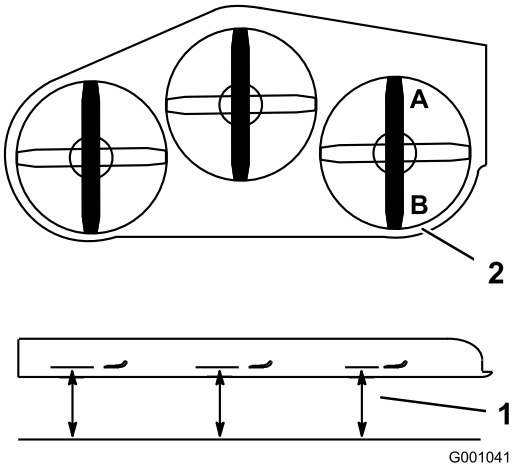

**Figuur 82**
1. Zet het rechter maaimes in de schuinstand (Figuur 82).
2. Meet het rechter mes bij punt **A**. Meet de afstand tussen een horizontaal oppervlak en de snijrand van het maaimes (Figuur 82).
4. Meet het rechtermes bij punt **B**. Meet de afstand tussen een horizontaal oppervlak en de snijrand van het maaimes (Figuur 82).
6. Het maaimes moet 6 tot 10 mm lager staan bij punt **A** dan bij punt**B** (Figuur 82). Indien dit niet het geval is, gaat u als volgt te werk.